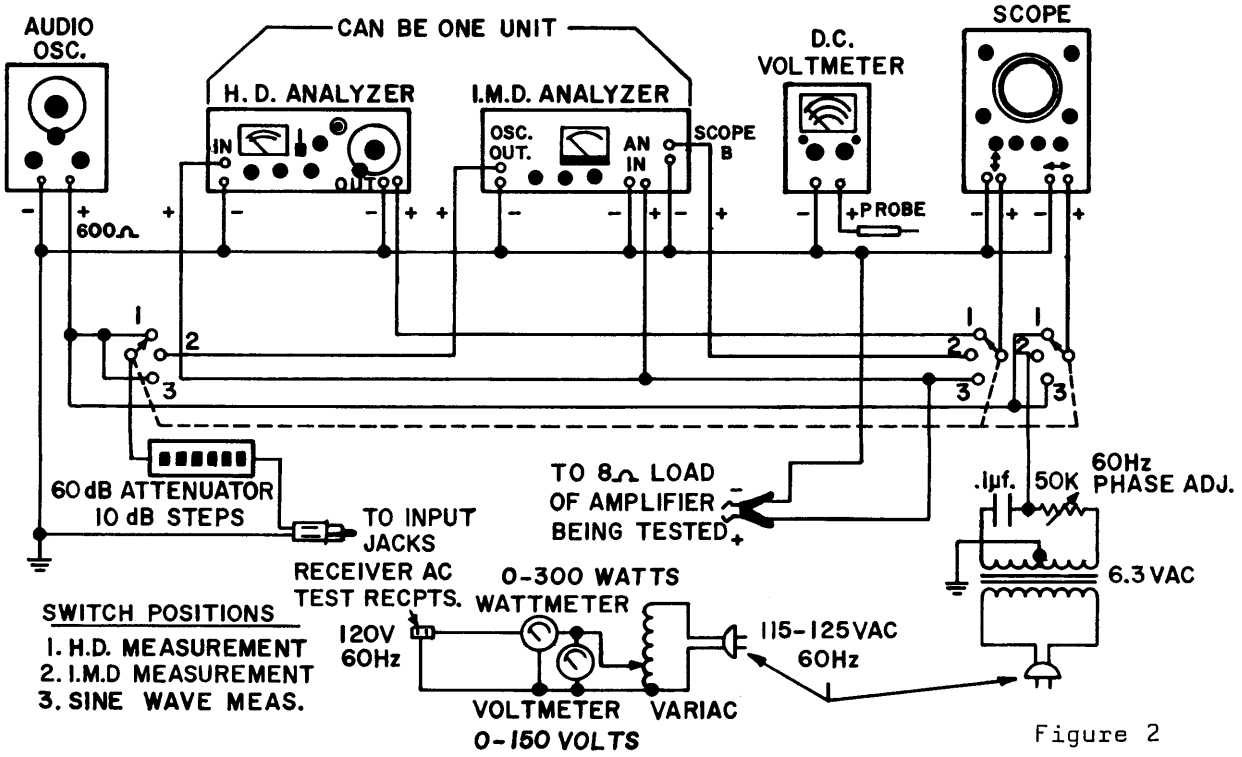

Figure 2
1. Connect the receiver for testing similar to Figure 2.